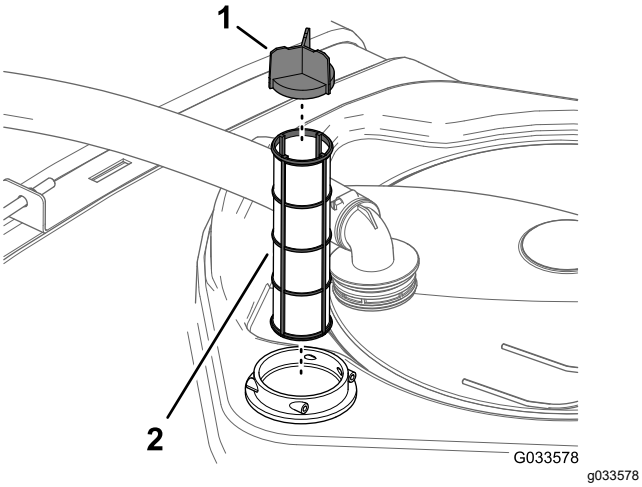

Figuur 29
4. Trek de zuigkorf uit zijn behuizing in de tank (Figuur 29).